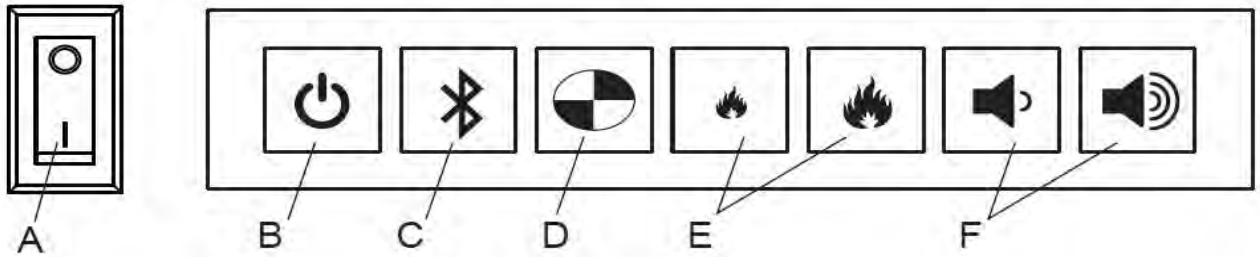
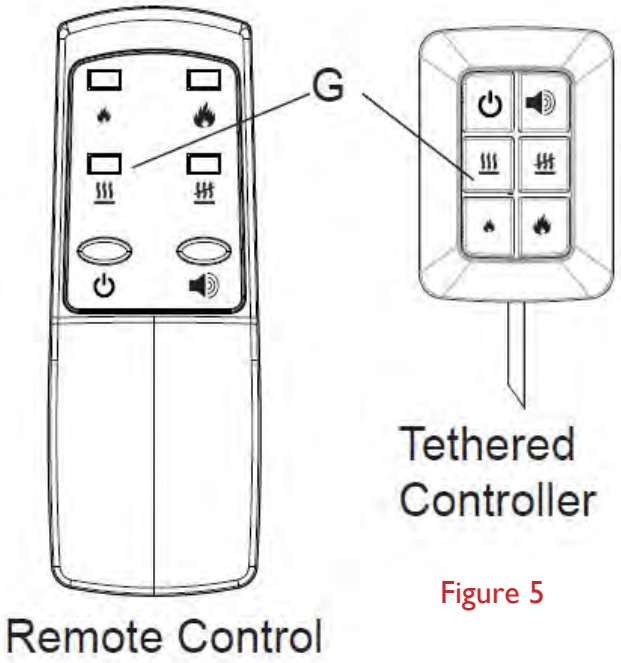

Figure 4
Figure 5
WARNING : This unit must be properly installed before it is used. There are three different control options available for the unit in addition to the WALL SWITCH that is required with every installation: manually using the Switch Board located under the media panel (see Figure 4), tethered controller (see Figure 5), must remain connected & tucked behind unit) and a remote control (see Figure 5).
2. Place the On/Off Switch (Figure 4) in the ON (I) position.
5. Within 20 seconds of pressing the button, press any button on the remote control (Figure 5).
2. Turn the Switch Board On/Off switch to the OFF position (O) (Figure 4).
7. Turn the On/Off switch to the ON position (I) (Figure 4).